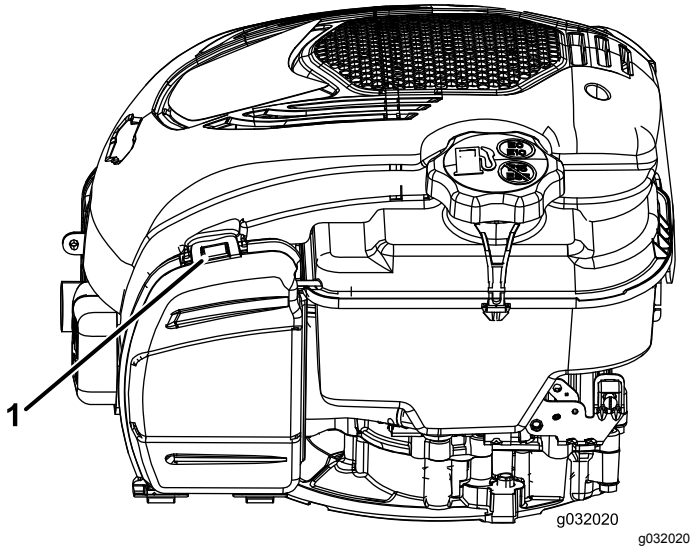

Figur 25
1. Dra i fliken för att öppna luftfilterkåpan (Figur 25).